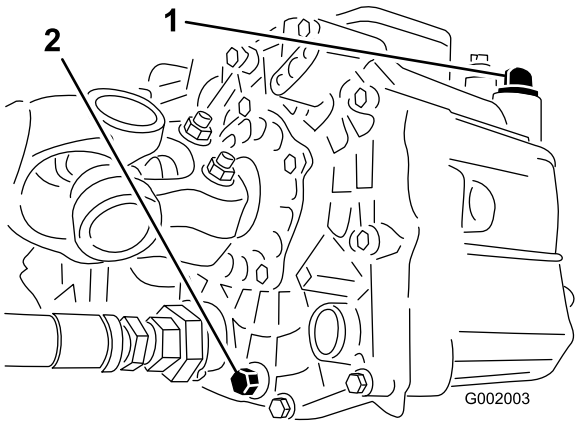

**Figur 38**
3. Fjern aftapningsproppen fra siden af beholderen, og lad hydraulikolien løbe ud i drænbakken (Figur 38).